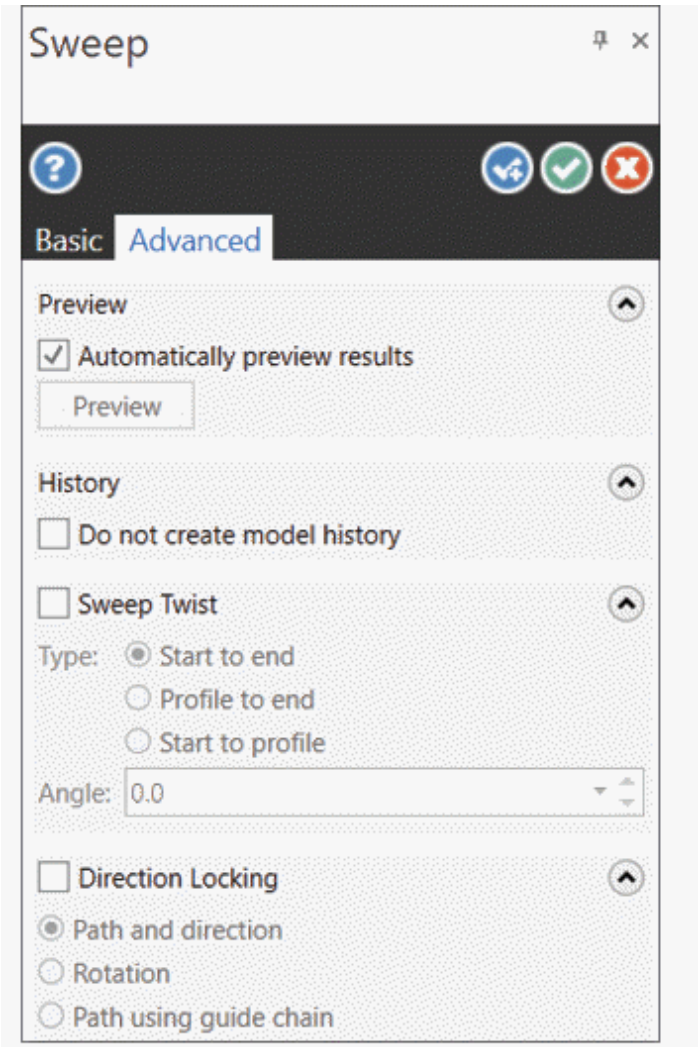

Figure-27. Advanced tab of Sweep Manager
- Click on the **Advanced** tab from the **Manager** to specify advanced parameters of sweep feature; refer to Figure-27.